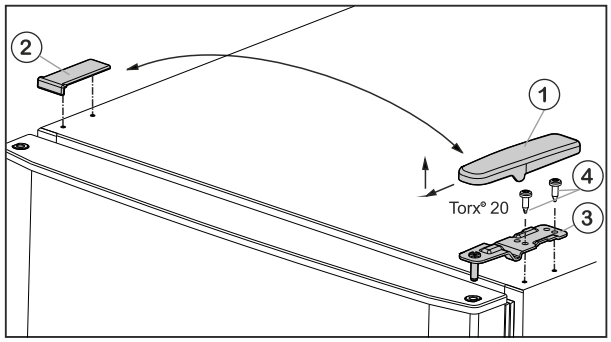

Fig. 5
- ▶ Trageți capacul *Fig. 5 (1)* în față și în sus.
- ▶ Ridicați capacul *Fig. 5 (2)*.
- ▶ Deșurubați suportul superior al lagărului *Fig. 5 (3)* (2 șuruburi Torx® 20) *Fig. 5 (4)* și trageți-l în sus.
- ▶ Introduceți în ușă suportul de lagăr superior *Fig. 5 (3)*, pe noua latură a balamalei.
- ▶ Înșurubați **ferm (cu 4 Nm)** suportul superior al lagărului (2 x Torx® 20) *Fig. 5 (4)*. Eventual folosiți o mașină de înșurubat cu acumulatori.
- ▶ Aplicați din exterior și cuplați capacul *Fig. 5 (1)* pe partea opusă.
- ▶ Aplicați de sus și cuplați capacul *Fig. 5 (2)* de fiecare dată pe partea opusă.